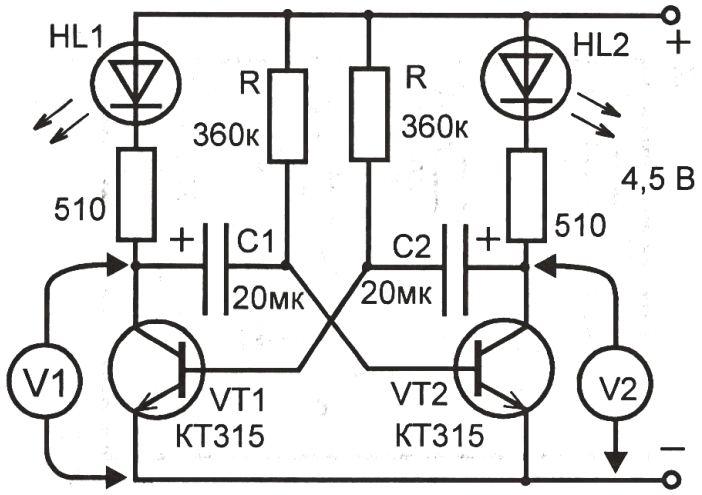

Рис. 18-2-5
1. Соберите цепь по рис. 18-2-5.